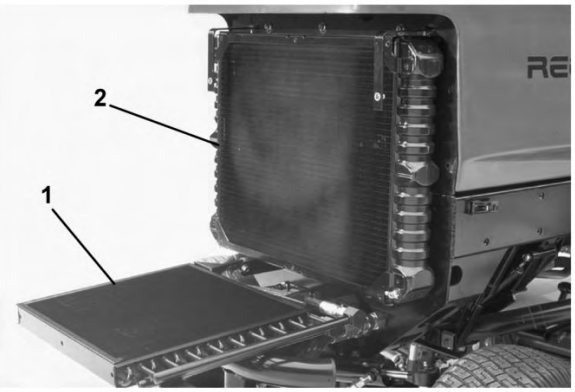

Figura 75
3. Desaparafuse os manípulos e desloque o refrigerador do óleo para trás (Figura 75). Limpe os dois lados do refrigerador do óleo e a zona do radiador com ar comprimido. Não utilize água. Abra o capot e remova os detritos acumulados. Desloque o refrigerador do óleo para a posição inicial e aperte os manípulos.